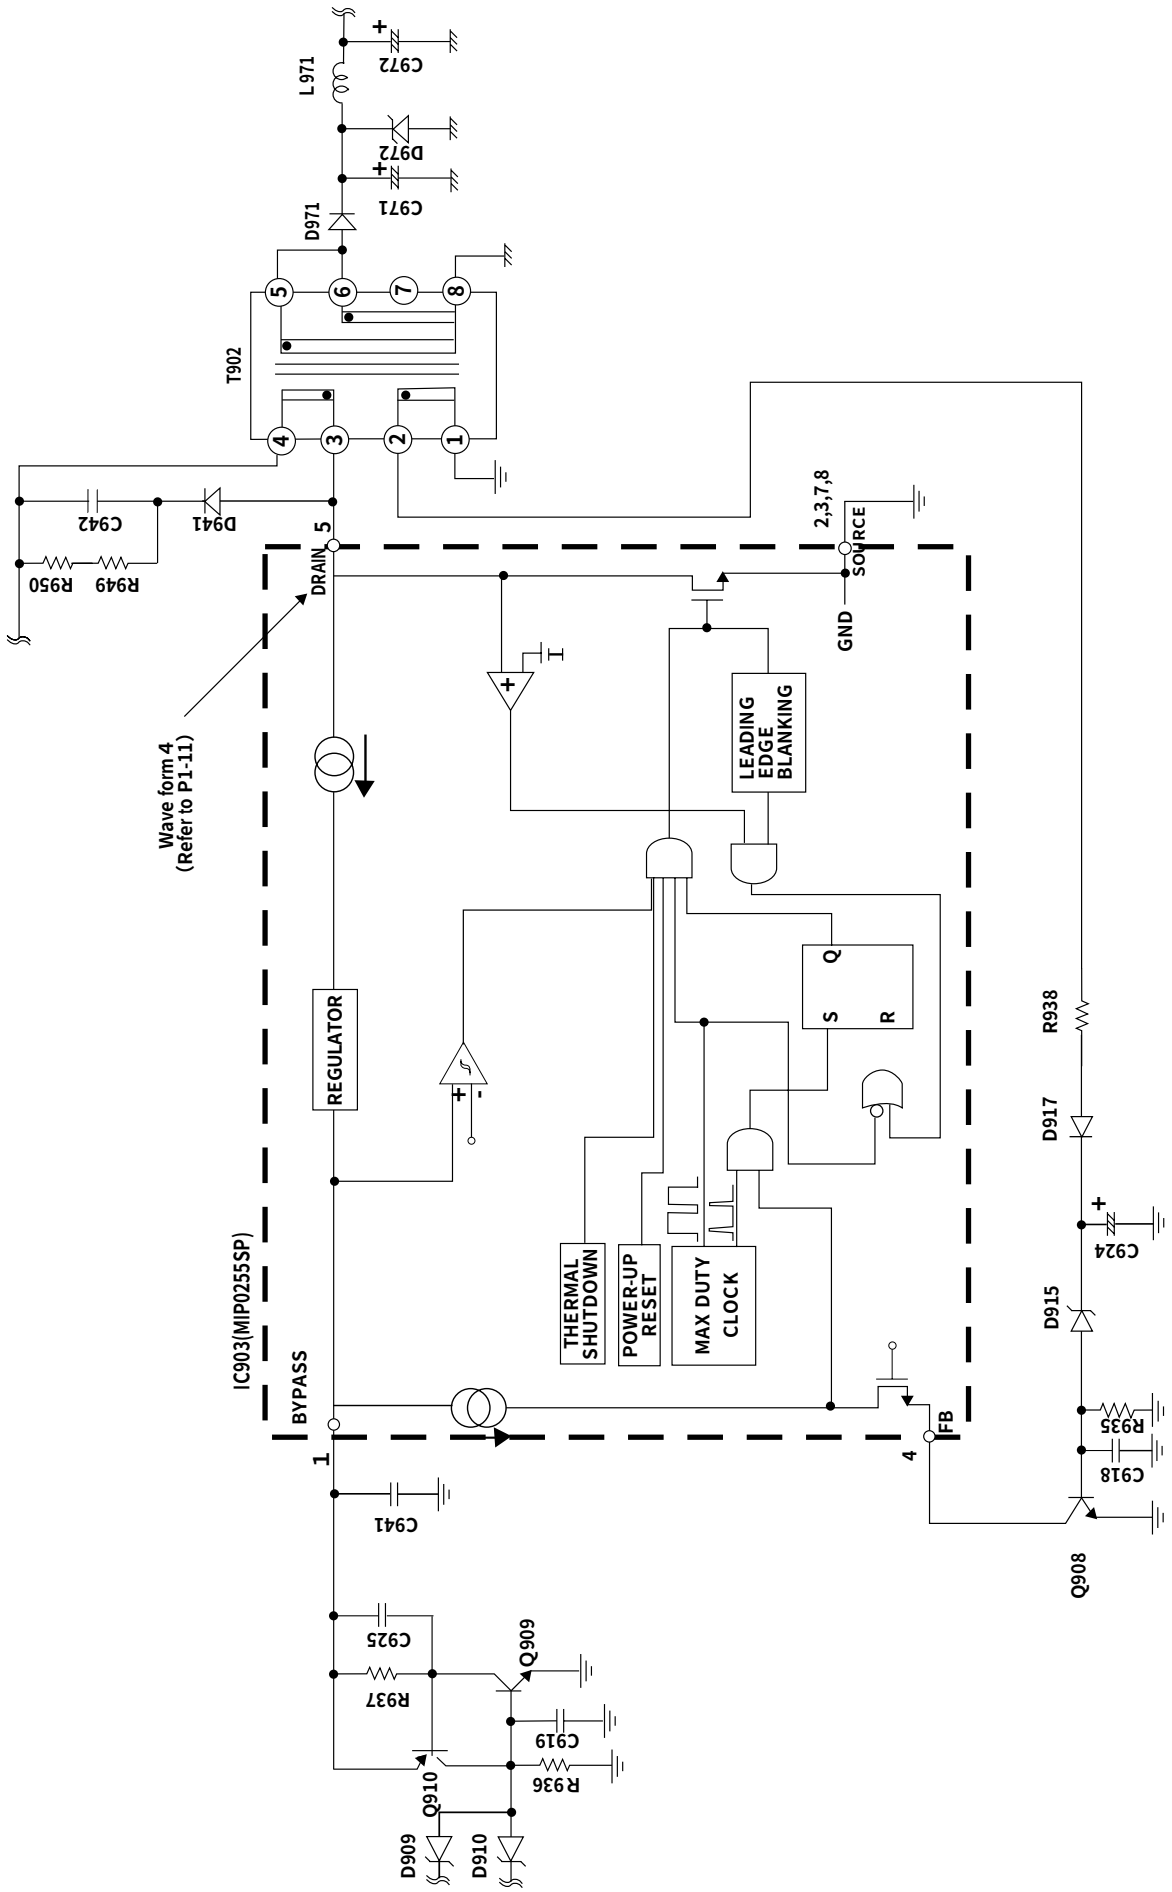

Figure 3. IC903 (MIP0255SP) block diagram and peripheral circuit
(1) The sub power uses the self-excited type regulator MIP0255SP (IC903) produced by Panasonic. (See Fig.3)
(2) When the power switch is turned ON, the rectified and smoothened DC voltage (AC voltage x $\sqrt{2}$) is supplied to pin5 of IC903, and is charged to C941 through Pin 1. When pin1 reaches 5.7V, the current supply from pin3 is cut off to start oscillation in IC903, and the output FET is put into operation. (Since Q902 is OFF, IC902 and IC 903 do not operate.)
(3) This also induces the voltage at pin2 of T902 and on the secondary side. These outputs are respectively rectified, and are used as the power for control on the primary side and the power for the MPU and heater.
(4) The voltage fluctuation on the secondary side is restricted by controlling the current in pin 4 of IC903 (F/B terminal) by using the induced voltage in pin2 of T902.